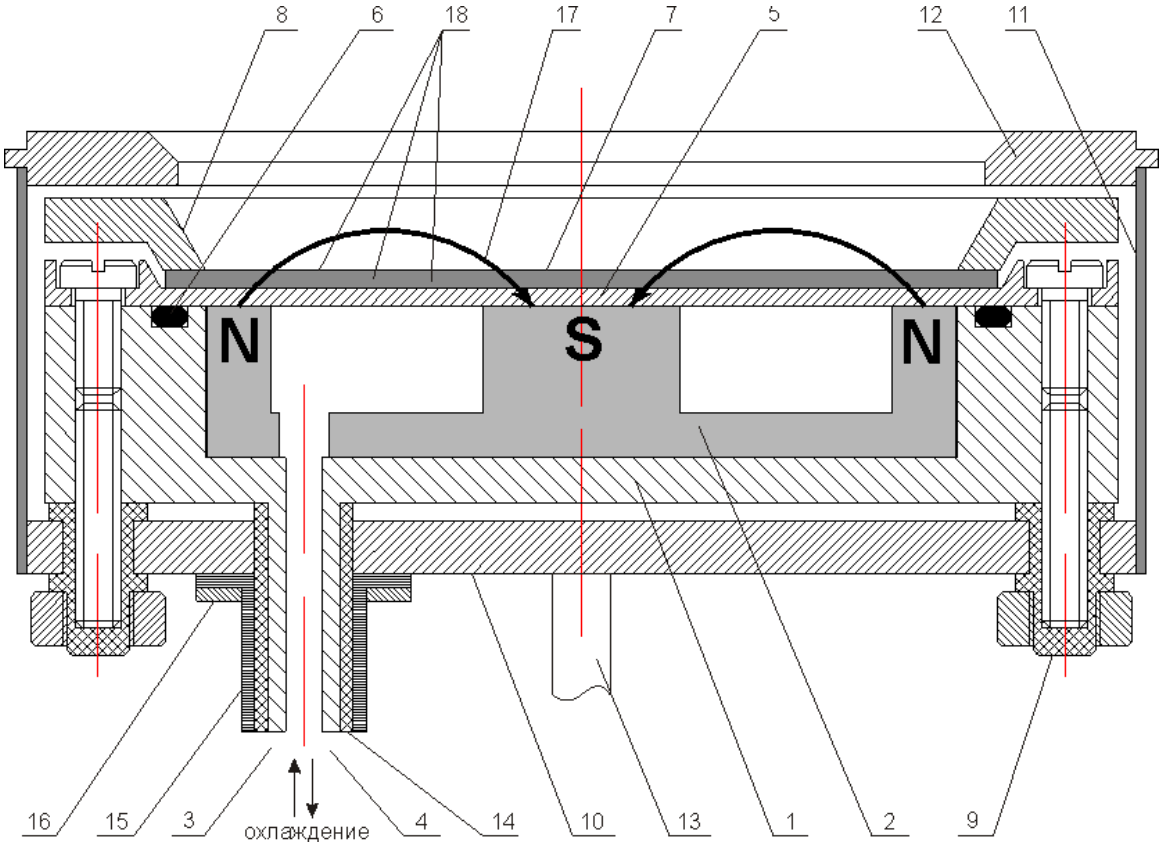

Рис.1. Схематическое изображение устройства магнетронного распыления АВ 5100/АВ 5200.
7.2. Схематическое изображение устройства магнетронного распыления АВ 5100/АВ 5200 приведено на рис. 1.
8.6. Для фиксации магнетрона в вакуумной камере в центре основания устройства магнетронного распыления (поз.10 рис.1) предусмотрено сквозное крепежное отверстие М10. Это отверстие предназначено для стойки крепления изделия. Стойка крепления не входит в комплект поставки изделия, ее потребитель изготавливает самостоятельно, выбирая длину и способ ее крепления к элементам вакуумной камеры. При определении конкретной конструкции стойки, ее изготовлении и монтаже необходимо соблюдать следующие условия: